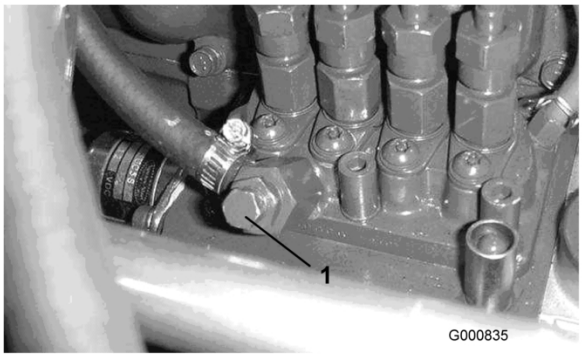

Figura 24
5. Aprite la vite di spurgo dell'aria, situata sulla pompa di iniezione del carburante (Figura 24).